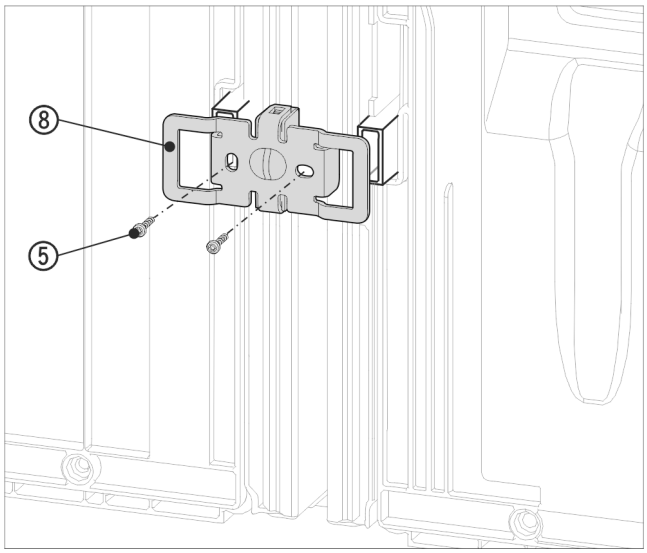

Fig. 16 Reprezentare exemplificativă
▶ Împingeți din nou vinclul *Fig. 16 (8)* cu degajările peste locașul pentru distanțierul de perete.
▶ Strângeți ferm cu 2 șuruburi *Fig. 16 (5)*.